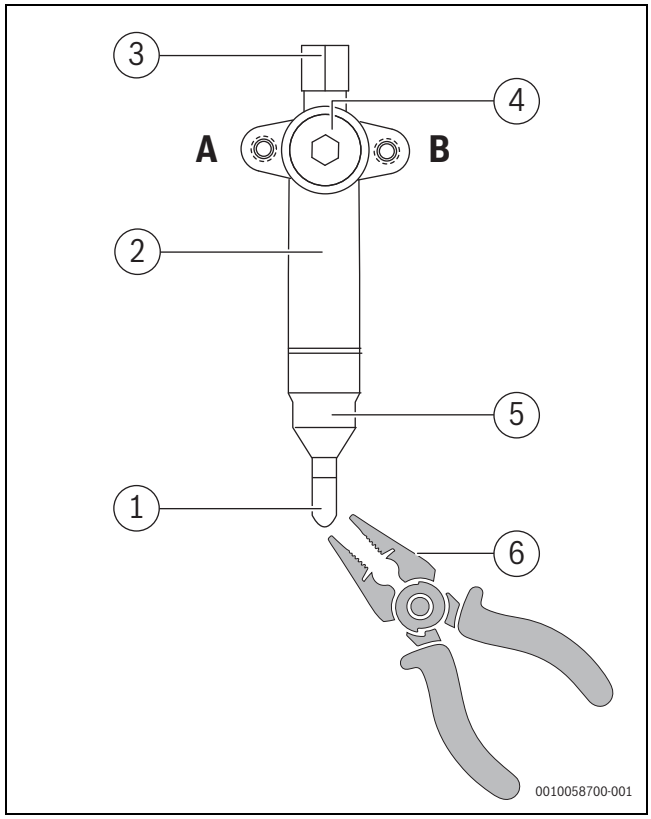

Bild 20
- Weitere Informationen siehe Abb. 20.